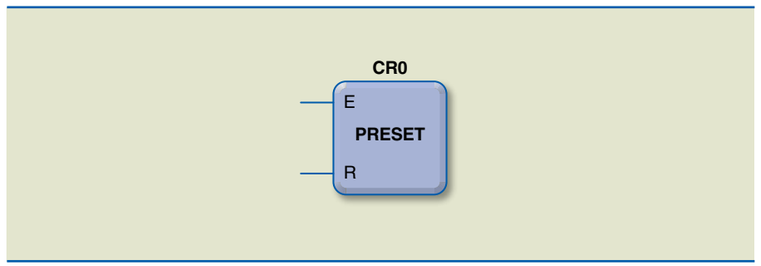

Figura 5.45
O funcionamento do contador rápido (figura 5.45) se dá da seguinte maneira: quando a entrada *enable* (E) está habilitada, é feita uma comparação do valor atual (CRx.V) com o valor do *preset* (CRx.P) do bloco do contador rápido. Quando o valor atual for igual ou maior que o valor do *preset*, o bit relacionado ao bloco (CRx.Q) será acionado. Se a entrada *enable* (E) não estiver habilitada, não será efetuada a comparação, mas o valor atual da visualização continuará sendo incrementado a cada pulso recebido na entrada rápida.